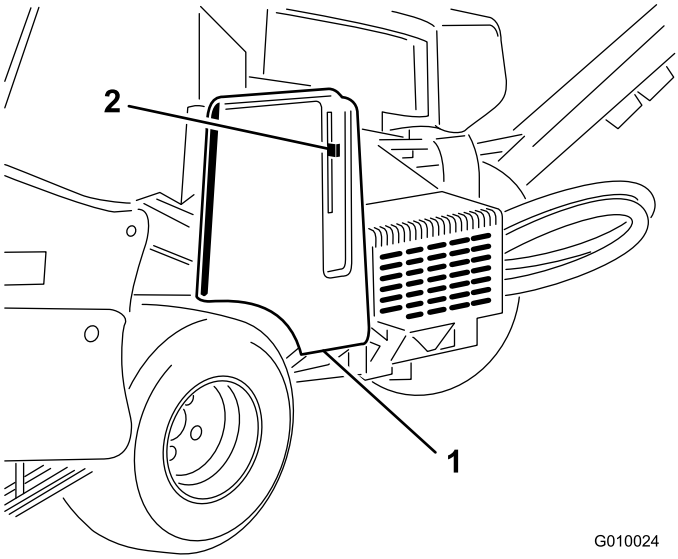
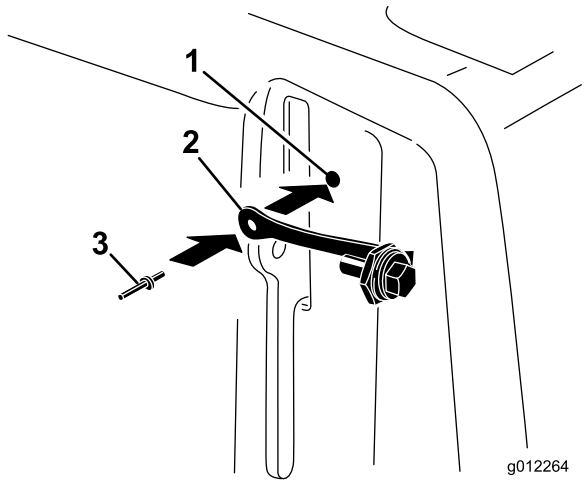

Figur 9
Figur 10
1. Lokalisera hålet i remkåpan bredvid låsspärren (Figur 9 och Figur 10).
2. Använd hålet i remkåpan och fäst snodden med en popnit (Figur 10).